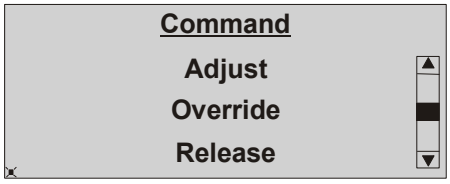

Figure 24: Command Page
5. Press Enter to display the commands available to this parameter or setpoint. Figure 24 shows an example for the Command Pages.